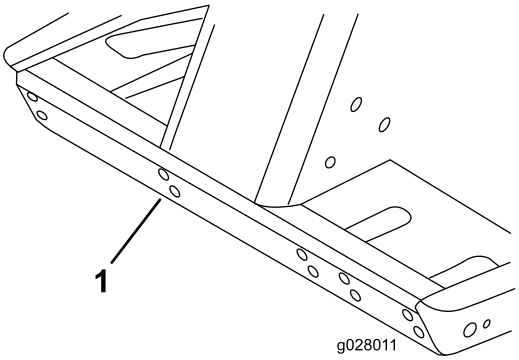

Figur 14
1. Monter monteringsbeslaget på traktionsenhedens front ved at bruge de monteringshuller, der er vist i Figur 14.